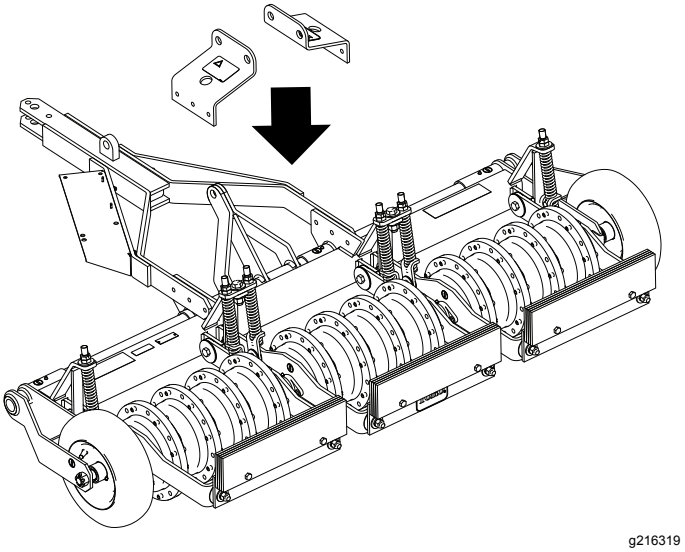

Figuur 5
3. Lijn de beugels van de beluchter uit zoals wordt afgebeeld op Figuur 5.